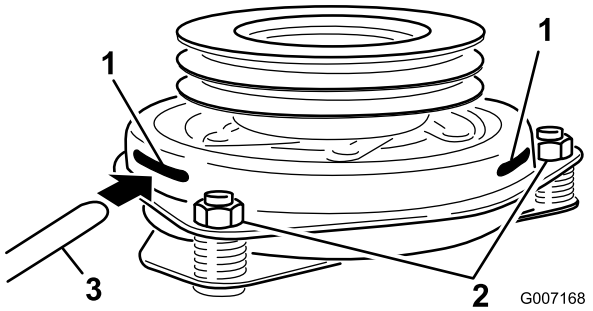

Figur 54
9. Før en søger på 0,381-0,533 mm gennem en inspektionsåbning i enhedens side. Sørg for, at den er placeret mellem armaturet og rotorens friktionsoverflader (Figur 54).
10. Tilspænd låsemøtrikkerne, indtil søgeren binder let, men den kan let flyttes inden for luftgabet (Figur 54).